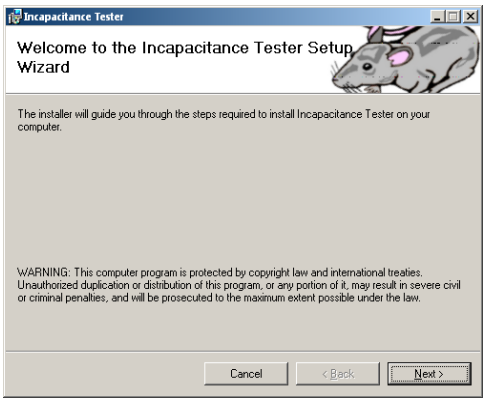

Figure 5 Installer window
4. The first screen for the Installer will look like that of Figure 5. Click "Next" to proceed.